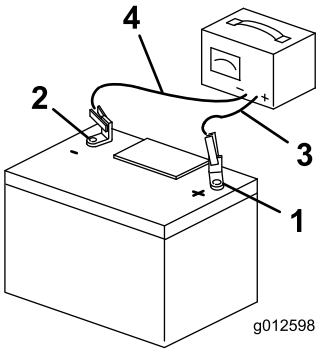

Figur 52
3. Når batteriet er fuldt opladet, skal du tage opladeren ud af stikkontakten og derefter frakoble opladningskablerne fra batteriets poler (Figur 52).